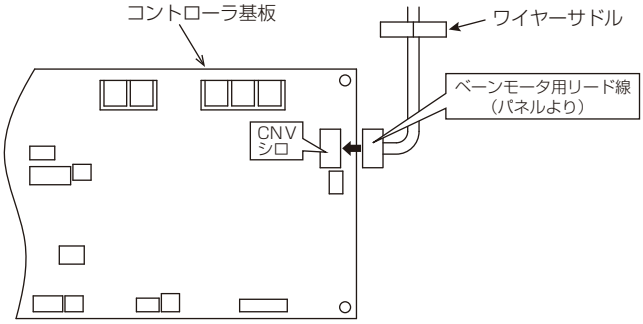
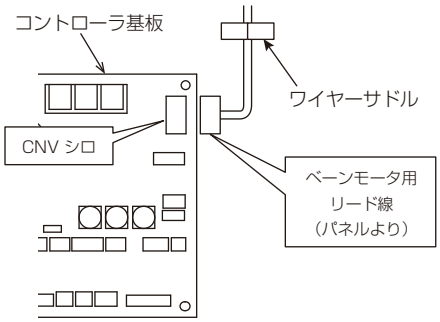
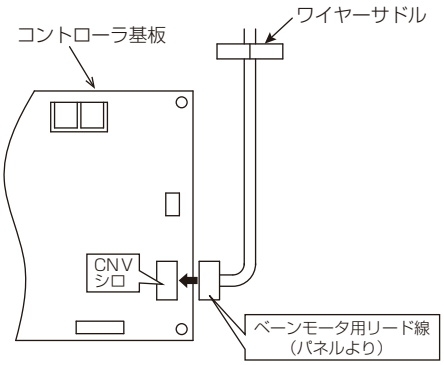
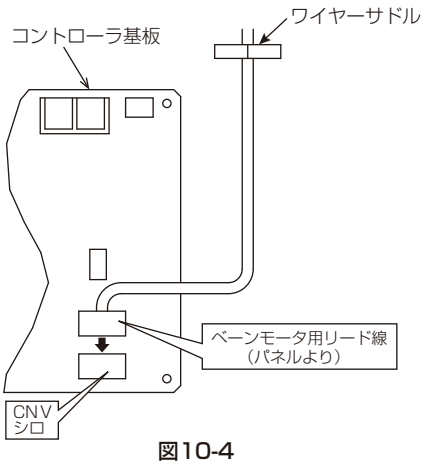

図10-1（本体形名PLFY-P・LMG4以降の場合）
図10-2（本体形名PLFY-P・LMG9以降の場合）
図10-3
図10-4
3. 本体制御ボックス内コントローラ基板のCNVにパネルのベーンモータ用リード線のコネクタを確実に差込んでください。（図10-1、図10-2、図10-3、図10-4）